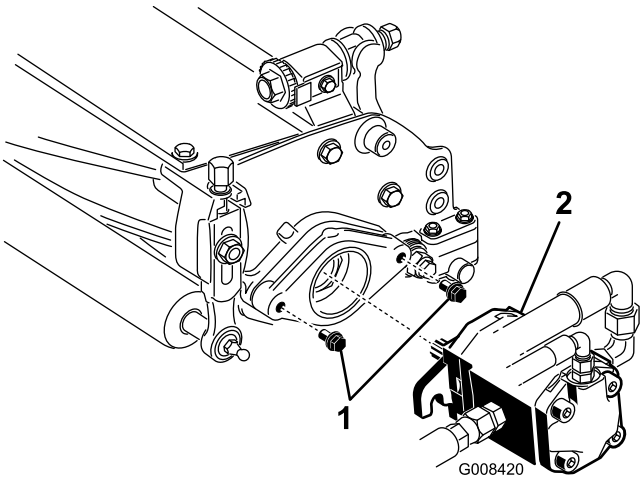

Figur 12
8. Monter festeskruene på spolemotoren på hver av klippeenhetene. La ca. 13 mm av gjengene være eksponert på hver monteringsskrue (Figur 12).
10. Smør rent smørefett på motorens kileaksel, og monter motoren ved å snu den med klokken, slik at motorflensene går klar av boltene. Vri motoren mot klokken til flensene er omringet av bolter (Figur 12).
11. **Stram monteringsboltene** (Figur 12).